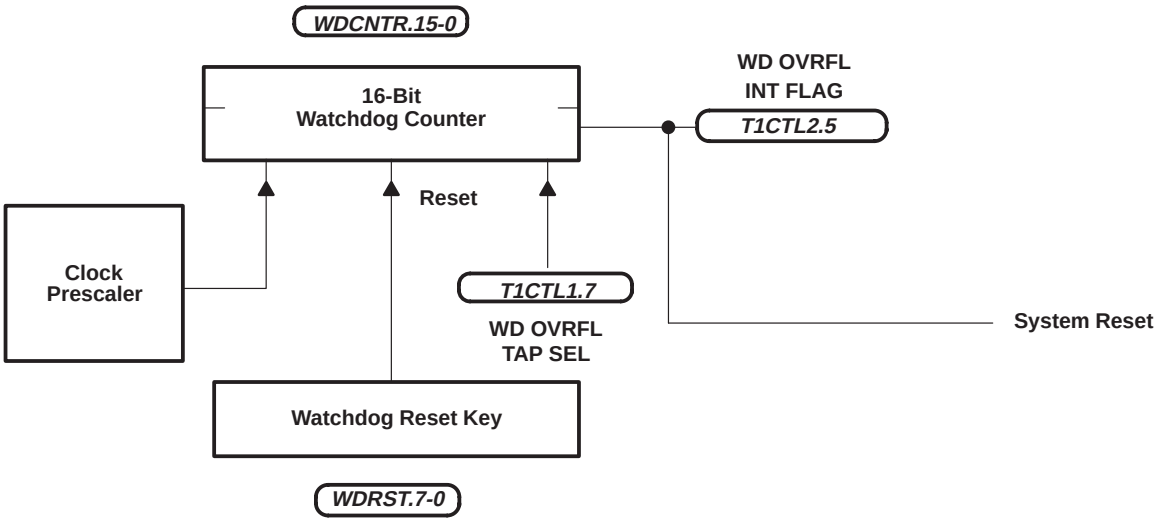

Figure 9. Hard Watchdog
- Hard watchdog configuration (see Figure 9) – for ‘C75xB EPROM and mask-ROM devices